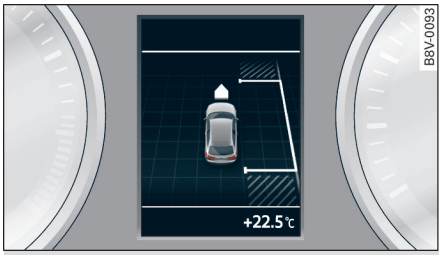

图 149 组合仪表：识别出车位，提示继续前行
▶ 如果系统发现一个车位，那么即作显示 ⇨ *图 149*。确保此停车位适合于本车。